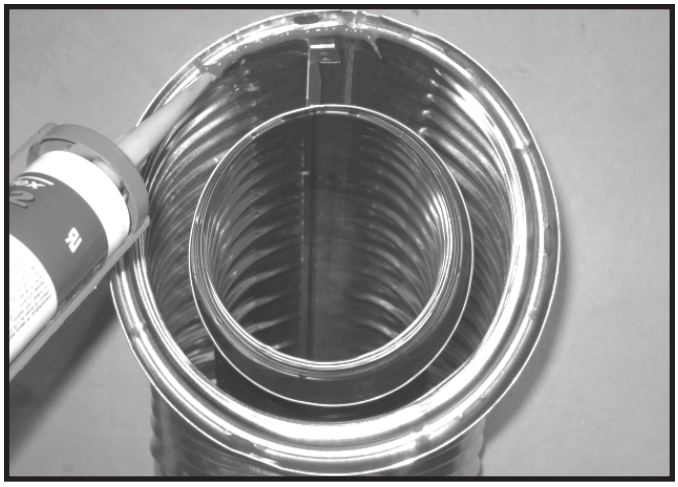

Figure 7.1 High Temperature Silicone Sealant
- Apply a bead of silicone sealant (300ºF minimum continuous exposure rating) inside the female outer pipe joint prior to joining sections. See Figure 7.1. **OR**